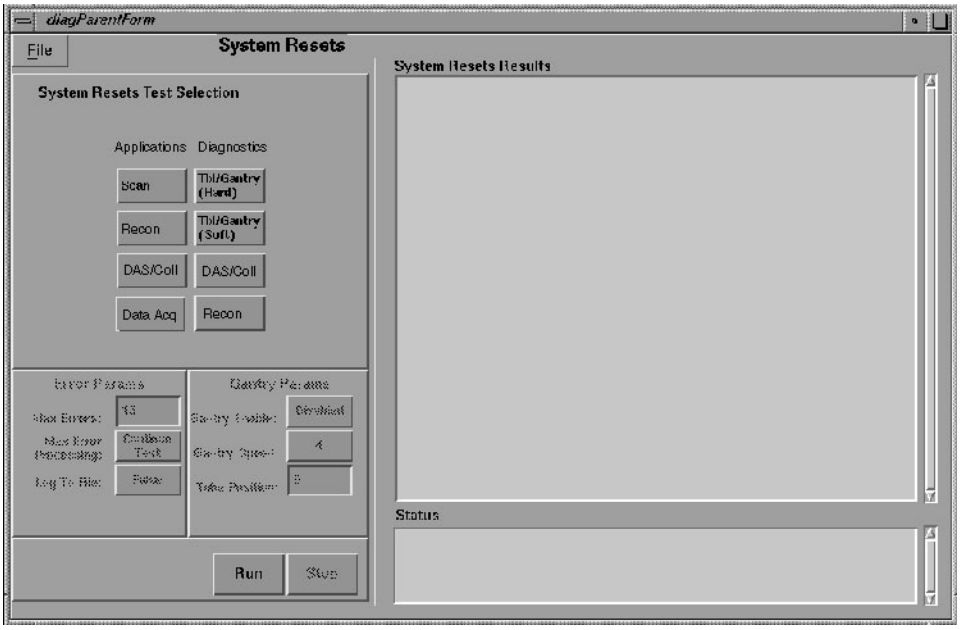

Figure 2-5 System Resets Screen
1.) Select SYSTEM RESETS from the Service Desktop (refer to Figure 2-4). The reset applications selections include (refer to Figure 2-5):